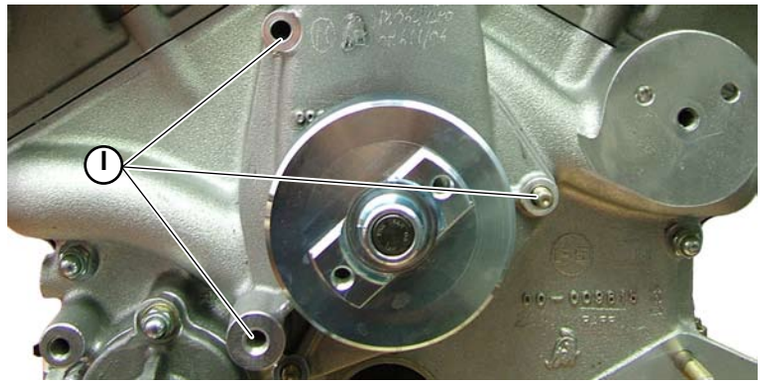

Fig.6
7. Remove the 3 nuts (**I-Fig.6**) that secure the water pump to the timing system cover.